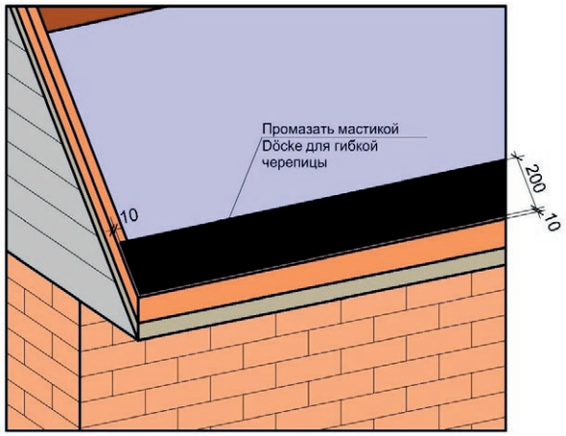

Рис. 21. Герметизация карнизного свеса под укладку ламинированной черепицы Döcke.
8.2.10 При монтаже ламинированной черепицы Döcke необходимо промазать мастикой Döcke для битумной черепицы карнизный свес (карнизная планка + подкладочный ковёр) на ширину 200 мм (рис. 21), т.к. карнизная черепица в данном случае не укладывается. Мастику необходимо наносить шпателем, толщиной слоя не более 0,5 мм. Больший расход мастики приводит к её вытеканию и появлению вздутий на черепице.